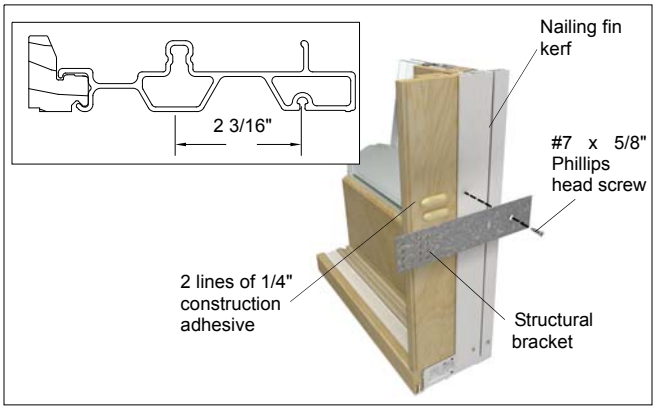

Figure 3 Sliding Patio Door, Sliding French Door.
2. Apply two 1/4″ (6) beads of construction adhesive on frame where brackets will be placed. See figure 3. Attach bracket to head jamb or side jambs with one #7 x 5/8″ Phillips flat head screw as shown in figure 3.